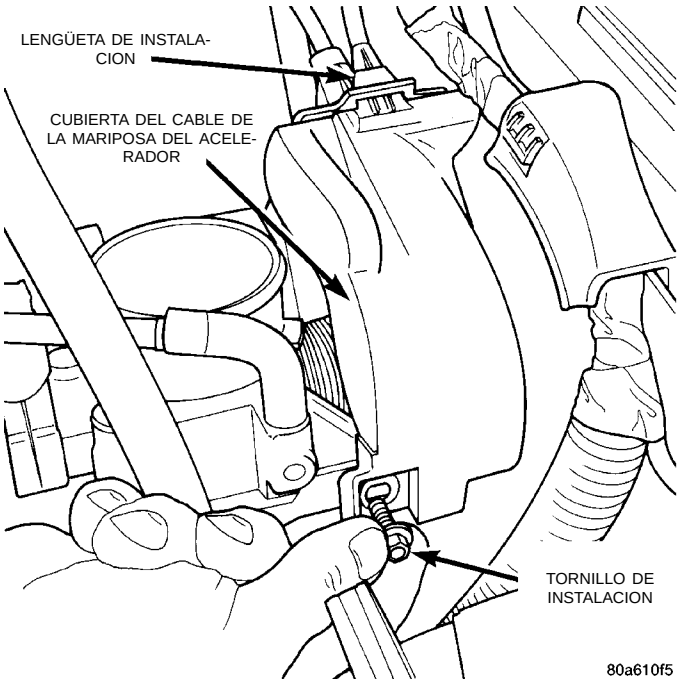

Fig. 38 Protector de la palanca de aceleración
(1) Retire el protector de la palanca de aceleración (Fig. 38).
(6) Instale el protector de la palanca de la mariposa (Fig. 38). Apriete el tornillo con una torsión de 5,6 N·m (50 libras pulgada).
(1) Retire el protector de la palanca de la mariposa (Fig. 38).
(6) Instale el protector de la palanca de la mariposa (Fig. 38). Apriete con una torsión de 5,6 N·m (50 libras pulgada).